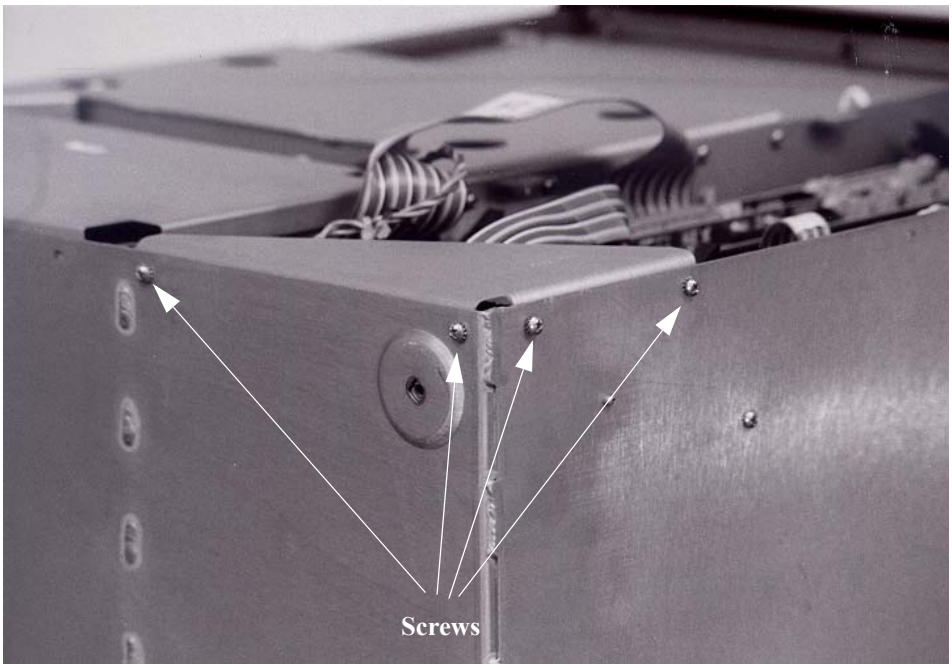

Figure 4.40 Low Voltage Power Supply Board, Screw Locations
1. Remove four screws (Figure 4.40) using a Phillips-head screwdriver. Two screws secure the corner brace to the rear panel of the Instrument and two screws secure the brace to the side panel.